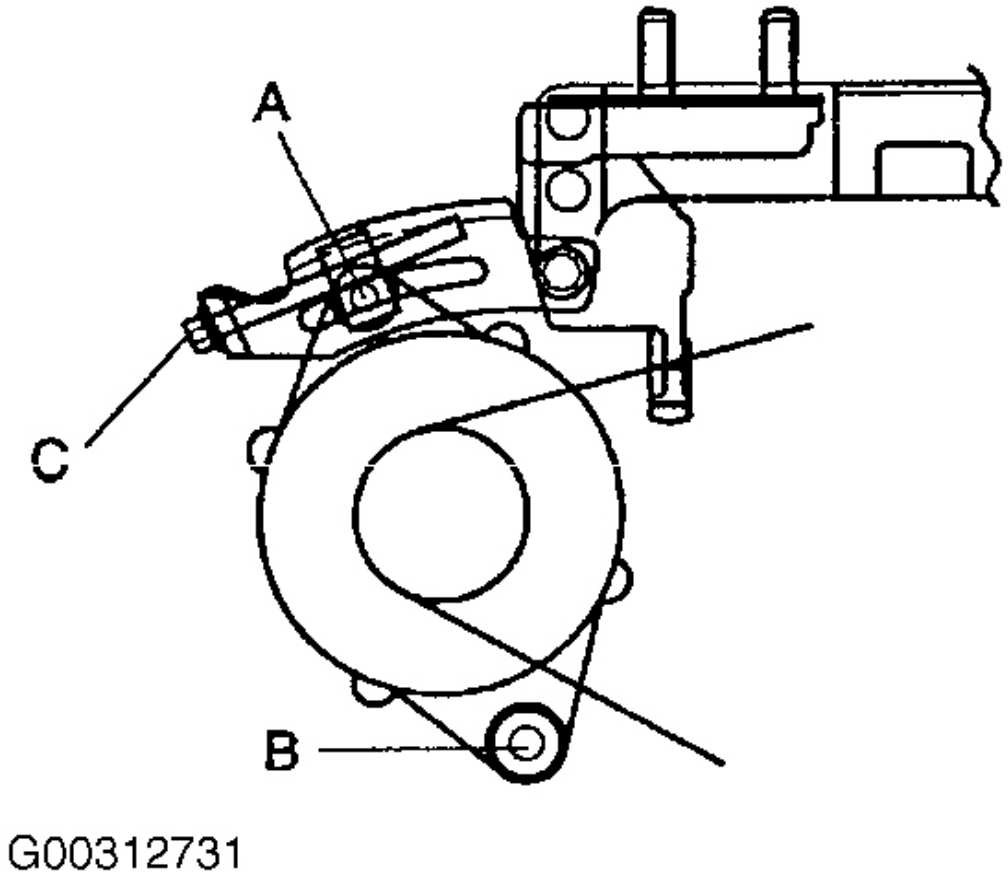

Fig. 5: Aflojar pivote Perno B & tensor de perno de montaje
6. Aflojar el perno de pivote "B" y el perno de montaje del tensor "A". No quitar. Ver **Fig. 5** .